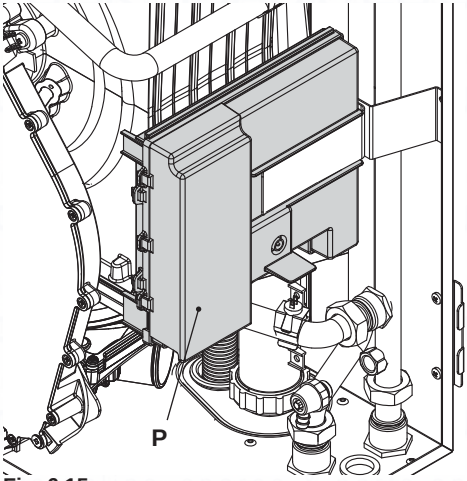

Fig. 6.15
- Identify the terminal block cover lid " P" (Fig. 6.15) and open it.